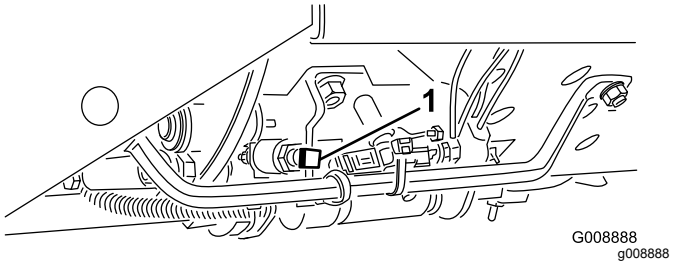

**Figur 19**
***Viktig:*** **Klippehastighet er stilt inn på 9,7 km/t på fabrikken. Denne kan gjøres høyere eller lavere ved å justere stoppskruen for hastighet (Figur 19).**